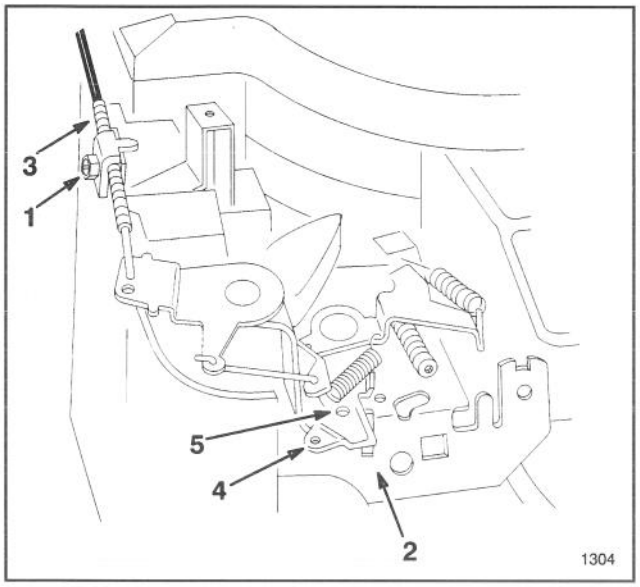

Abbildung 18
4. Die Schraube der Kabelklemme lösen, bis das Gaszugkabel durchrutscht (Abb. 18).
5. Den Gaszug nach links oder rechts ziehen, bis sich die Löcher im Gashebel mit denen in der Gashebelhalterung decken (Abb. 18)
7. Die Motorabdeckung mit den beiden (2) Schrauben wieder befestigen.